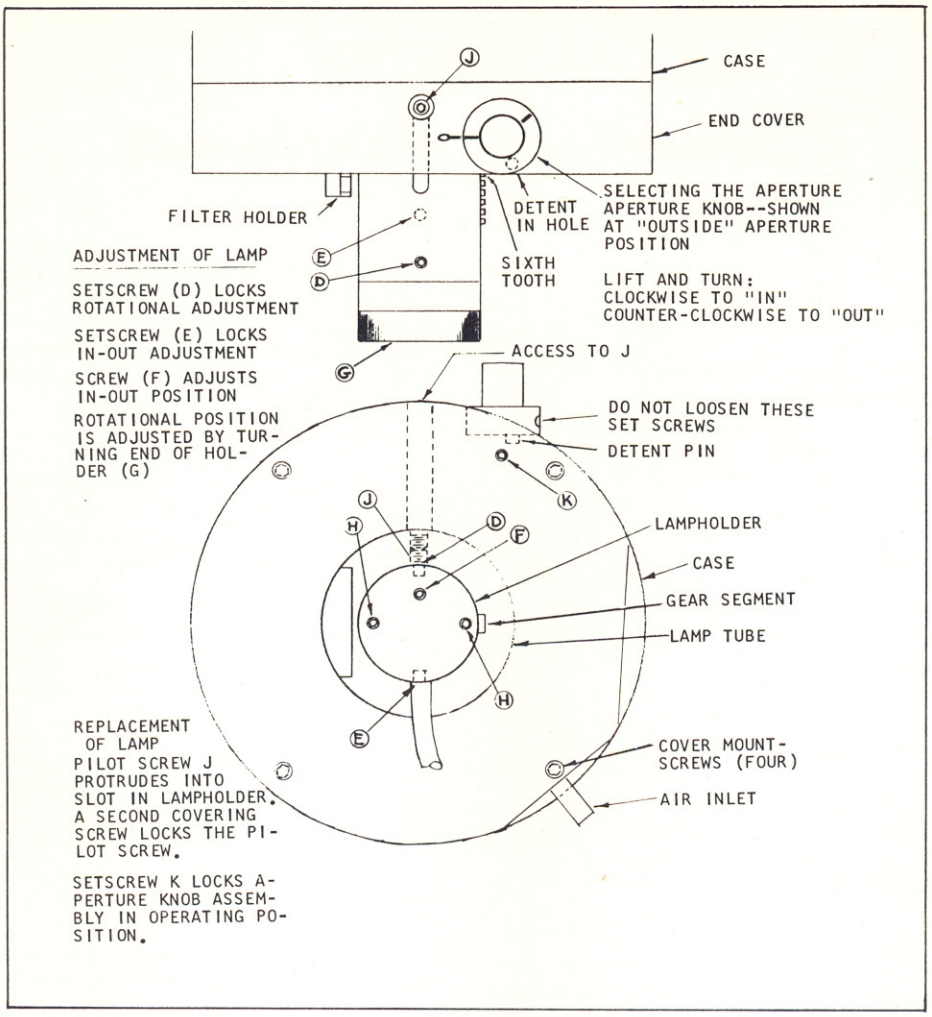

Figure 1. Selecting the Aperture and Replacing and Adjusting the Lamp (6202-CS/35MM)
The soundhead is designed to be adapted to the C or MB Additive and Black-White Printers, to provide single pass picture and track printing capability. Film is transported past the aperture by a sprocket driven through a gear train from the picture head. A drum supports the negative at sprocket root height on the side opposite to the sprocket. Two apertures are provided, either one being selected by the use of a detented aperture knob (see Figure 1). The roller gate, adjusted to a slight pressure, rides the full width of the stock film, providing contact with the negative in front of the apertures.
(10) Check synchronization again at the aperture, noting how many perfs and in which direction synch is displaced.
(11) Make the necessary shift in perf engagement on the main sprocket to attain synch.
(12) Adjust the limit cases so they are exactly flush across the tops with the tension roller levers and lock them in place. The roller shafts will now be midway within the limit case openings.
(13) Reset pointers to align them with respective indices on the decal. Lock the pointers in place.
(14) Reset tension of the tension roller spring in the following manner after again removing the film.
(15) Reset spring to attain a basic setting with tension rollers at rest within limit cases by loosening spring housing lock screw and resetting housing until spring contacts tension roller shaft with a slight pressure. Retighten the screw.
(16) Measure tension of each roller lever (as in step 3 to 6 above) and readjust the spring housings until the tensions indicated are attained when pointers are aligned with their respective index marks.
F. SELECTING THE APERTURE (6202-CS/35 MM ONLY) (See Figure 1).
G. REPLACEMENT OF THE LAMP (6202-CS/35MM) (Figures 1 and 7).
(1) Replace the shield on the holder, matching the flat side of the shield and holder.
(2) Slide the holder back into the brass tube, fitting the gear segment into the slot in the tube.
(3) Press the holder inward to the exact position at which the sixth tooth (from front) is just outside the front surface of the case.
(4) Slowly depress the aperture knob assembly downward, with the knob turned to the exact position shown in Figure 1 ("outside" position). The gear will now engage with the segment on the lampholder and the detent pin will drop into the detent hole at the same time.
(5) Tighten setscrew (K) securely; then shift aperture knob into each position, noting that the sixth tooth is again in the above noted position when knob is shifted to the "outside" position.
(6) Finally, reset the pilot setscrew (J) as outlined in preceding paragraph F, locking it with its covering setscrew.
H. ADJUSTMENT OF LAMP (6202-CS/35MM) (Figures 1 and 7).